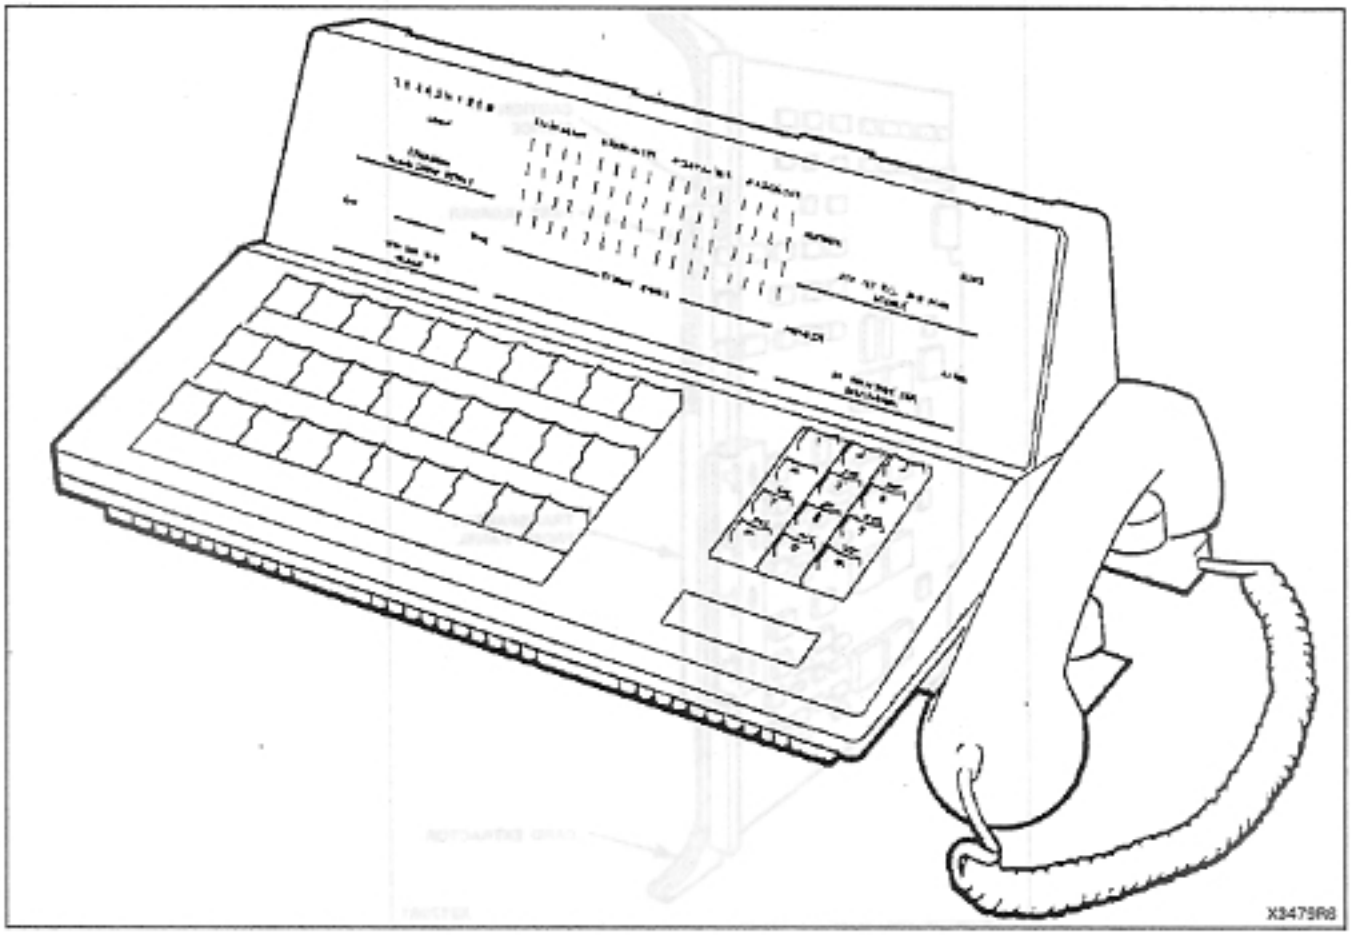

Figure 2-8 Supervisor Console
2.16 The SX-100/SX-200 Supervisor Console (see Figure 2-8) is enclosed in a housing with a smoked faceplate. Located on either side of the console are a pair of headset/handset jacks allowing simultaneous operation and supervision. The console keyboard holds three rows of ten nonlocking keys for the selection of features and completion of calls. On the right of the keyboard is a 12-key pushbutton dial pad. The console display, mounted above the keyboard, displays the active states of call in progress. In addition to the Call Status Display is a Busy Lamp Field, a Trunk Group status field, a Call Waiting Indicator, a digital clock, and three Alarm Indicators. The weight of the Supervisor Console is approximately 5.9 kg (13 lb) and its dimensions are 350 mm (13.75 in.) wide, 176 mm (6.8 in.) high and 236 mm (9.25 in.) deep. A complete description of the Supervisor Console is contained in Section MITL9105/9110-090-315-NA, Supervisor Console Description.